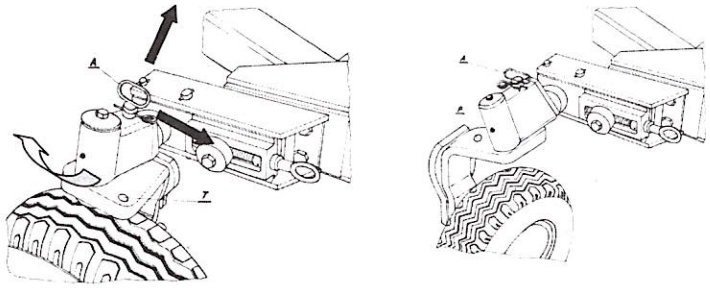
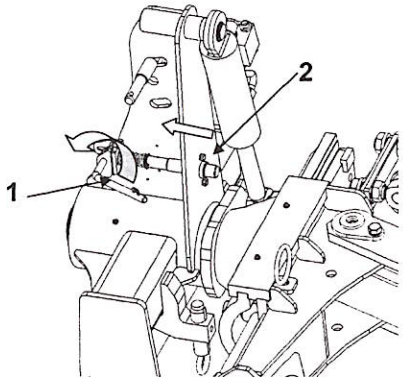

Rys.5 Koło transportowo-kopiujące w położeniu roboczym i transportowym.
Rys.6 Blokada transportowa.
- odbezpiecz i wyciągnij przetyczkę (A) - **Rys.5;**
- obrócić o około 90° ramię koła, do chwili aż będzie można włożyć przetyczkę(A) w otwór (T i zabezpieczyć zawleczką),
- zwolnić dźwignię blokady do pozycji transportowej(1) **Rys.6,**
- W pługach z kołem transportowo-kopiującym sprawdź, czy sworzeń blokady transportowej znajdujący się w przodku pługa **2** (**Rys.6**) znajduje się w położeniu roboczym (nie zablokuje pługa w położeniu transportowym),